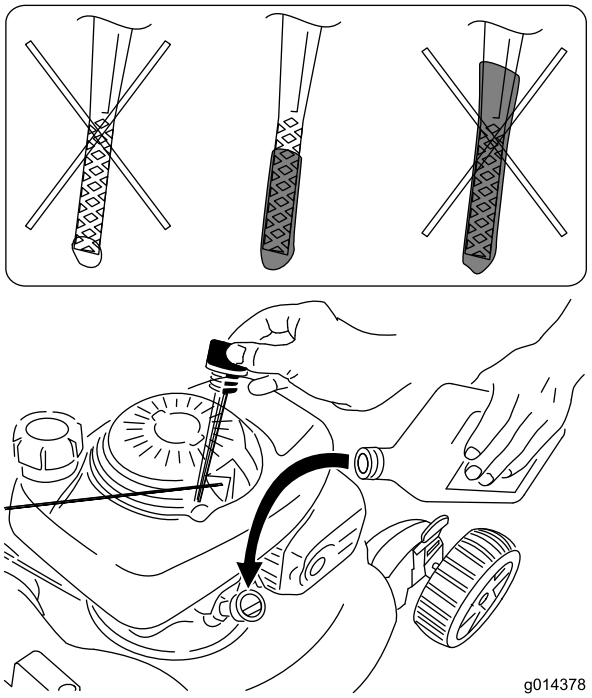

Figuur 10
2. Verwijder de peilstok (Figuur 10).
5. Haal de peilstok eruit en controleer het oliepeil (Figuur 10).